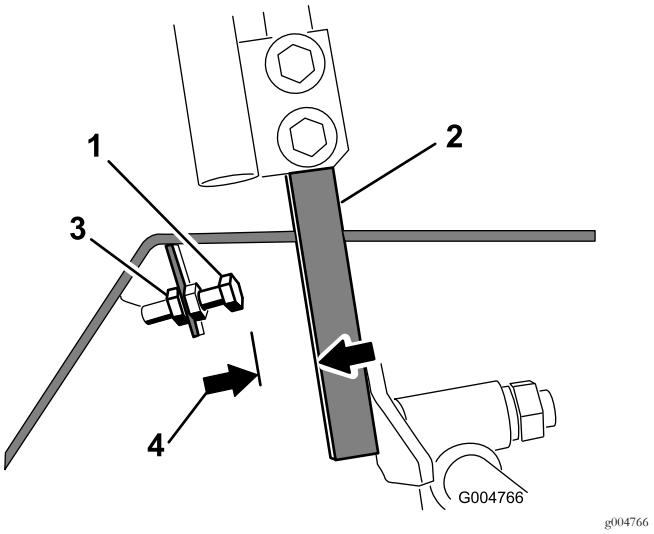

Rysunek 58
4. Odkręć przeciwnakrętkę na śrubie ogranicznika dźwigni sterowania (Rysunek 58).